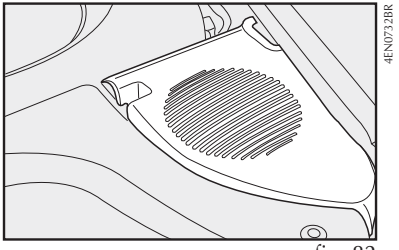
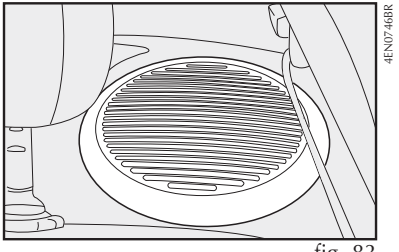

fig. 82
fig. 83
- alto-falantes traseiros **fig. 82** (Palio) e **fig. 83** (Siena).